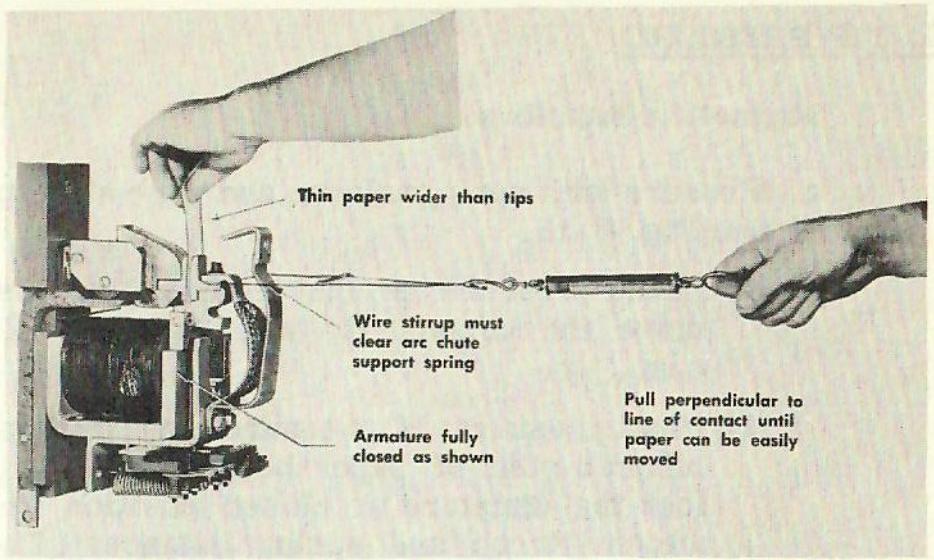

Fig. 3-13
a. Measure with spring balance and wire stirrup. See Fig. 3-13.
(1) Initial pressure is that required to just move the contact tip when armature is open.
(2) Final pressure is measured as follows: Insert a strip of paper between the tips, lock the armature in closed position and attach stirrup and spring balance. The reading at the instant the paper can be moved is the final pressure.